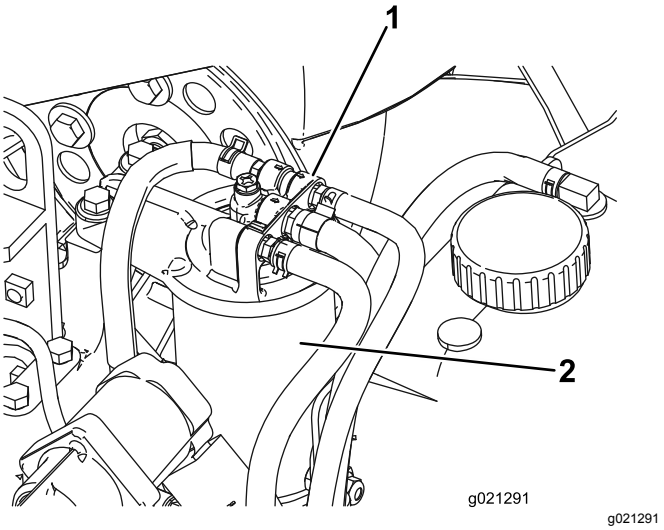

Rysunek 59
1. Oczyścić obszar wokół głowicy filtra paliwa (Rysunek 59).
2. Wyjmij filtr i oczyść powierzchnię montażową głowicy filtra (Rysunek 59).